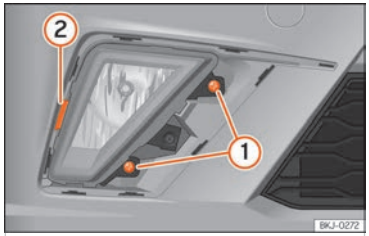

Fig. 166 Faro antiniebla: desmontar el portalámparas
- Retire los dos tornillos ››› **fig. 166** ① y haga palanca en el clip ② para extraer el faro antiniebla.